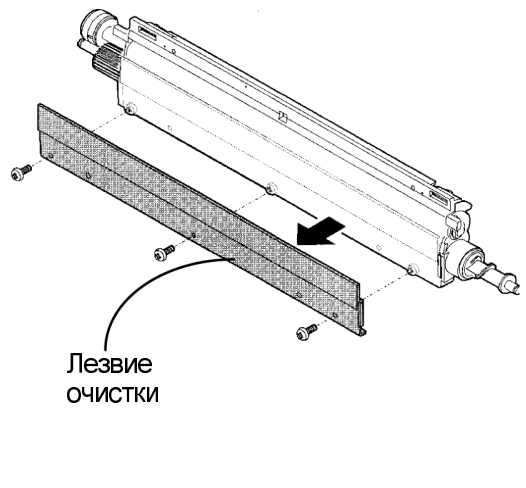

Рисунок 1. Снятие лезвия очистки барабана переноса
3. (Рисунок 1): Снимите лезвие очистки барабана переноса.